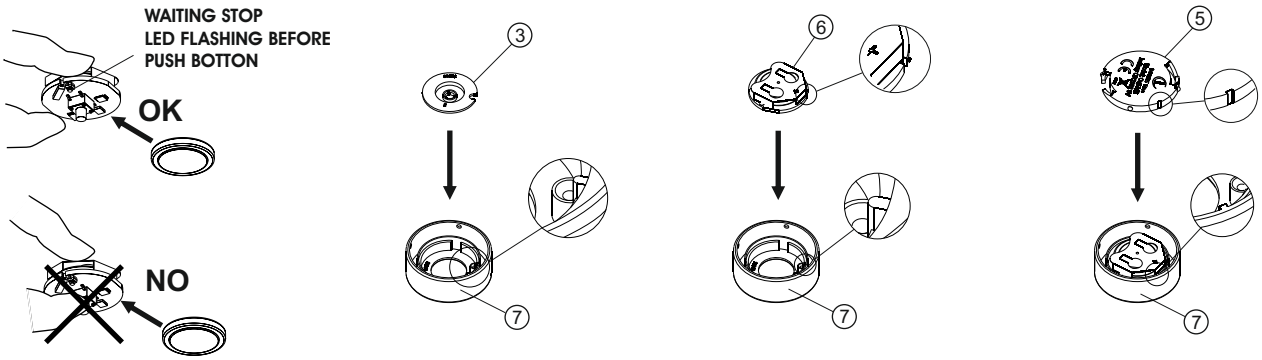

fig.7
- Refit the components of the transmitter, making sure to match the reference marks printed on the shells (fig.7).
- Die Bauteile des Senders wieder montieren, darauf achten, dass die auf den Gehäusen aufgedruckten Referenzkerben übereinstimmen (Abb.7).